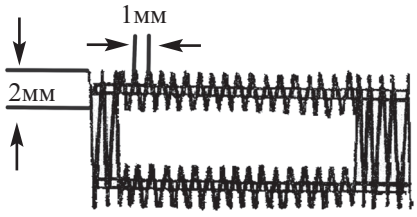

Рис.3. *Параметры стежка*
4. Дисковый переключатель устанавливают на положение зигзагообразной строчки. Выбирают параметры стежка: длина около 1 мм и ширина около 2 мм *(рис. 3)*.